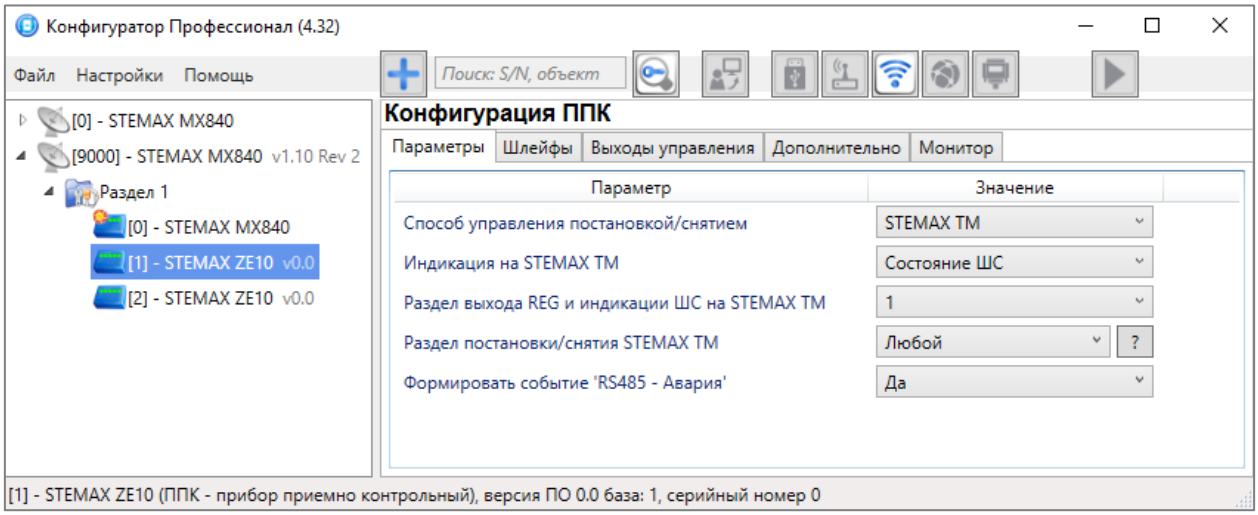

Рисунок 4.5 — Конфигурация СКП, вкладка *Параметры*
- *STEMAX ТМ:* подключение считывателя с модулем индикации STEMAX ТМ, производства НПП "Стелс" (см. рисунок 4.5).